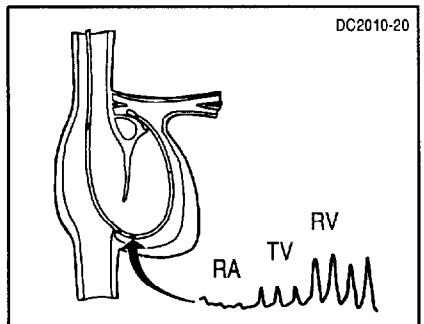

Figur 1. Korrekt placering av RV-porten 1 till 2 cm distalt från trikuspidalklaffen (TV)
2. Anslut kateterns RV-lumenkoppling till en tryckgivare och bekräfta att RV-portens placering är den rätta (1 till 2 cm distalt från trikuspidalklaffen) (Figur 1). För att förhindra att katetern rör på sig, fäst den vid insättningsstället.